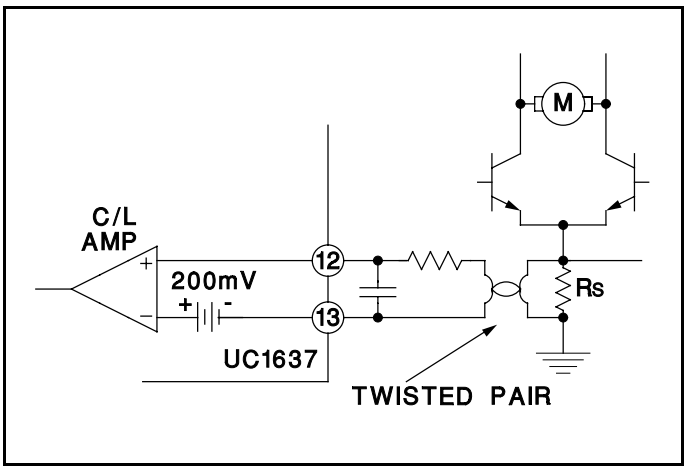

Figure 6. Current Limit Sensing
-VS to within 3V of the +VS supply while providing excellent noise rejection. Figure 6 shows a typical current sense circuit.